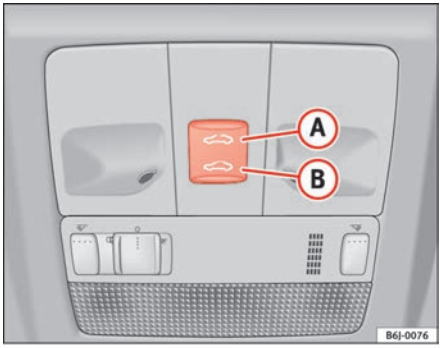

Fig. 48 Panoramic/tilting sunroof
– Press and keep pressed down the button (B) ⇒ fig. 48 ⇒ ⚠, the roof starts to close until the button is released. ▶